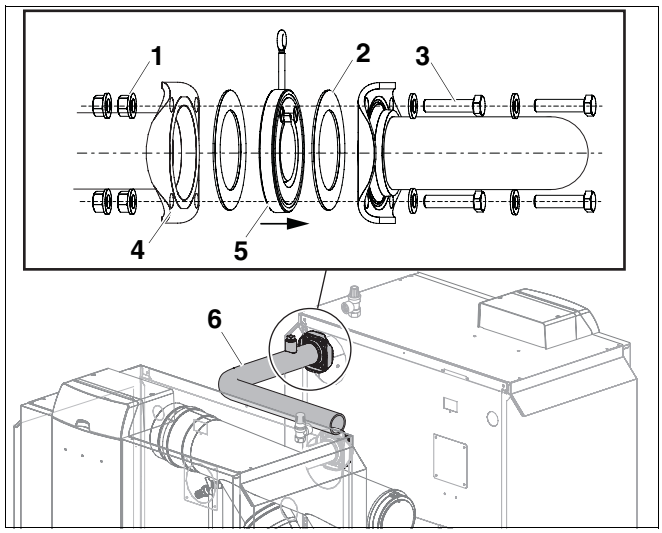

Fig. 5 Montage du raccordement départ à la première chaudière
- La clapet anti-retour (fig. 5, **pos. 5**) reste en place sur le départ selon le sens de l'écoulement.
- Placer le joint (fig. 5, **pos. 2**) sur le clapet anti-retour.
- Visser la bride du tuyau de départ (fig. 5, **pos. 6**) à la bride de départ (fig. 5, **pos. 4**) de la chaudière à l'aide de quatre vis (fig. 5, **pos. 3**) et écrous (fig. 5, **pos. 1**).